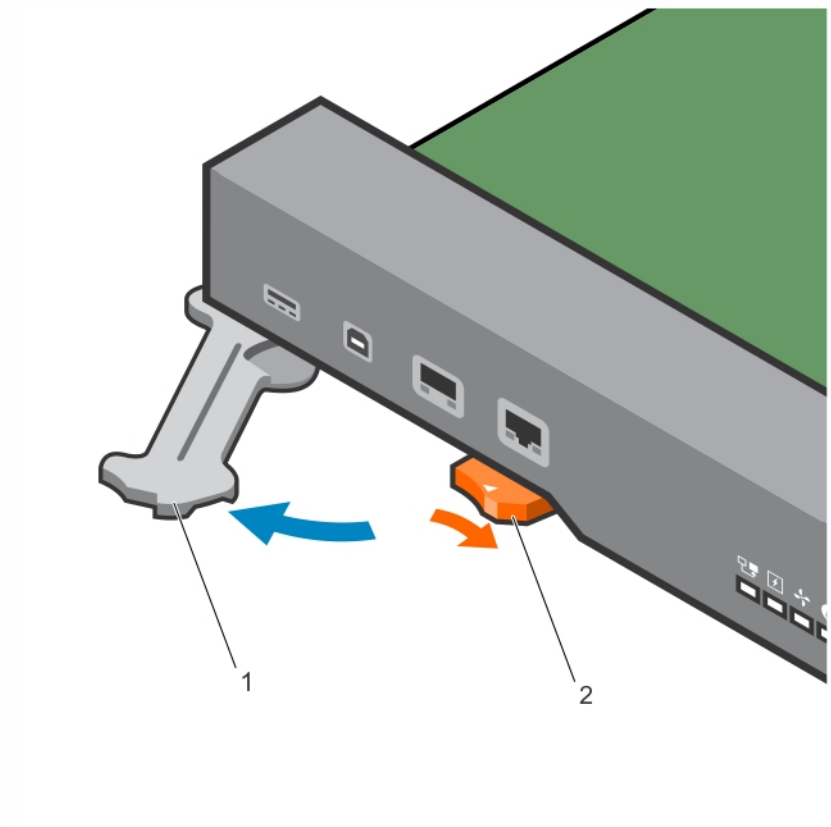

Figure 21. Extending the RPM Ejector Levers
1. Open the left and right ejector levers (item 1 in Figure 21) on an RPM by pressing in the orange tab (item 2 in Figure 21) and rotating it to the right so that both levers snap into the open position.
4. Push in the levers (item 3 in Figure 21) until the thumb tabs pop up and the card is fully inserted in the slot. The ejector levers hide under the card.